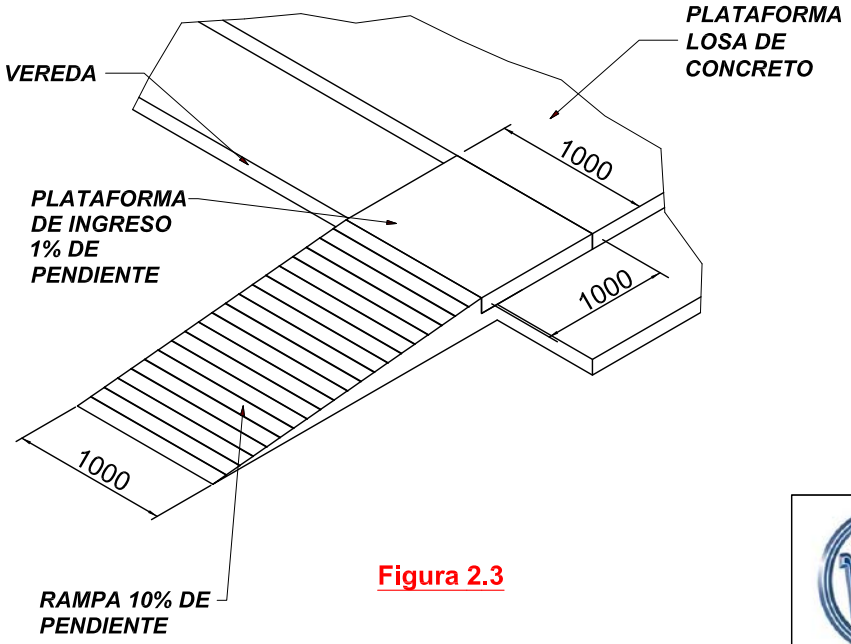

Figura 2.3
3.- Hacer las rampas de ingreso de 1.00m de ancho y con una pendiente de 10%, y las plataformas de ingreso de 1.00 x 1.00 mts y de 1% de pendiente hacia el exterior tal como se muestra en la Figura 2.3. La longitud de la rampa dependerá de la altura final de la misma.